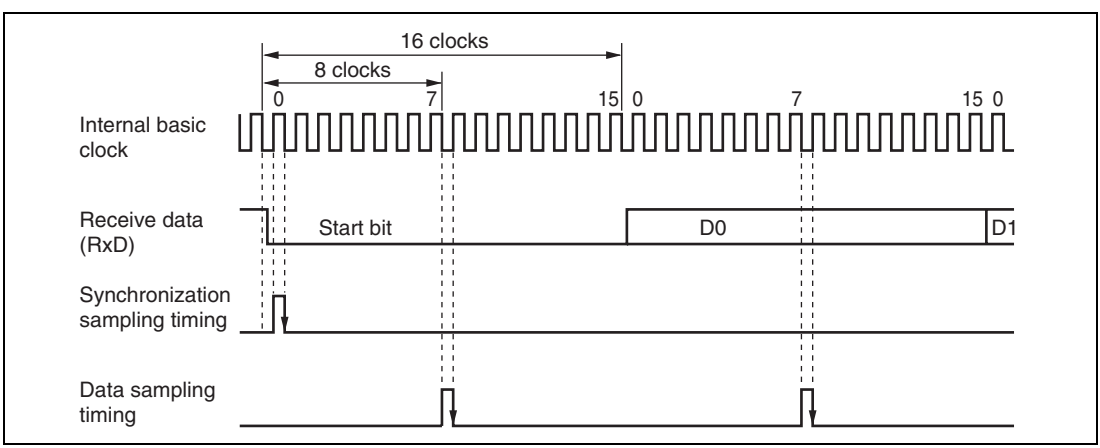

**Figure 14.3 Receive Data Sampling Timing in Asynchronous Mode**
In asynchronous mode, the SCI operates on a basic clock with a frequency of 16 times the transfer rate. In reception, the SCI samples the falling edge of the start bit using the basic clock, and performs internal synchronization. Receive data is latched internally at the rising edge of the 8th pulse of the basic clock as shown in figure 14.3. Thus, the reception margin in asynchronous mode is given by formula (1) below.